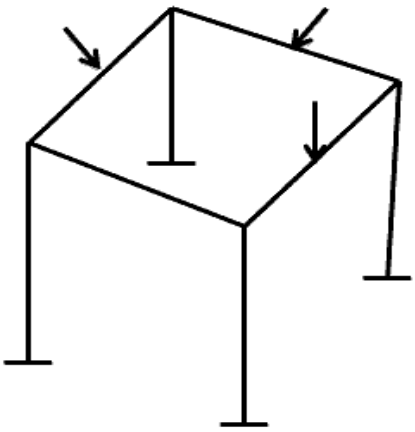

Fig No 2
B) Find Static and Kinematic Indeterminacy of the structure as shown in Fig No 2 **06**